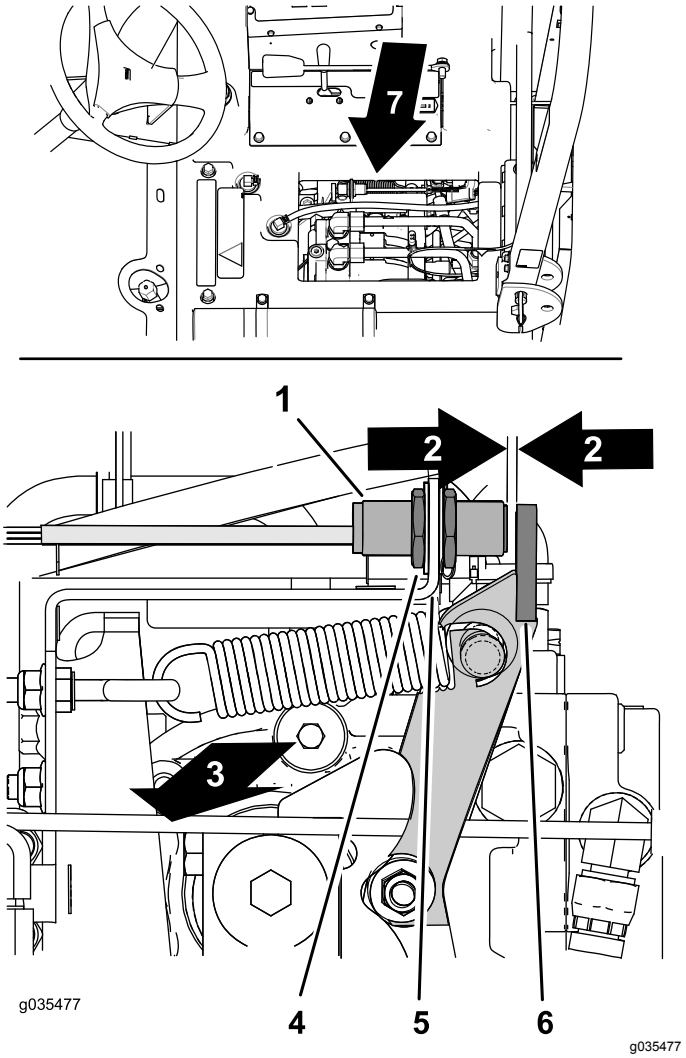

**Figur 66**
A. Find nærhedssensoren på hydraulikpumpen øverst til højre (Figur 66).
B. Kontroller, at nærhedssensorens beslag ikke er bøjet, og at lampen på bagsiden af sensoren er tændt (Figur 66).
1. Find nærhedssensoren på den højre, øverste hydraulikpumpe (Figur 66).
2. Løsn kontramøtrikkerne på hver side af sensorbeslaget (Figur 66).
3. Juster kontramøtrikkerne, indtil der er en afstand på 2,5 til 3,6 mm mellem enden af nærhedssensoren og flangen på den neutrale arm (Figur 66).
4. Spænd kontramøtrikkerne (Figur 66).